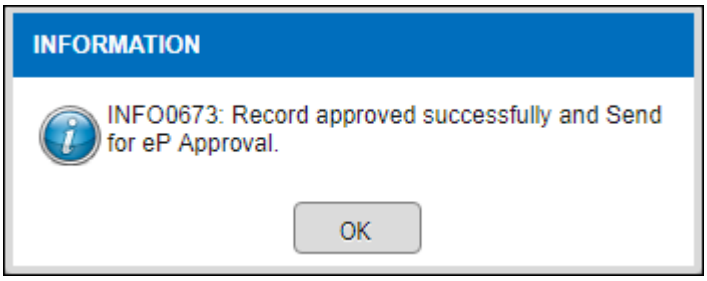

Figure 3.9-7 Alert Messages
- *If click on the* Yes *button, record will be approved and alert message will be pop up as shown in Figure 3.9-7.*
- *Click on the* OK *button to confirm approved and send for Ep Approval update data as shown in Figure 3.9-7.*